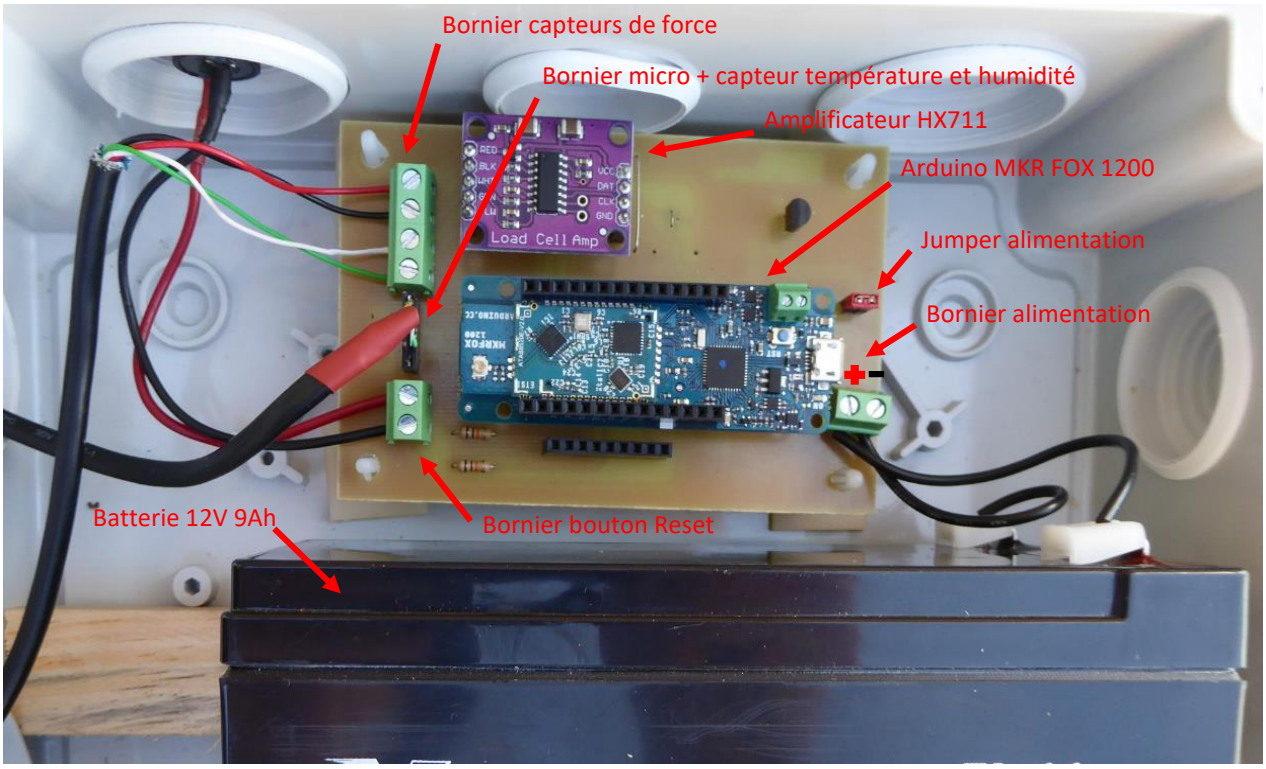

Figure 2 : Vue générale de la carte électronique et emplacement des différents composants
Connecter ensuite les fils provenant des capteurs sur le bornier 4 voies de la carte électronique, en respectant le code couleur, visible sur la figure 2.
- Connecter l'extrémité de ces deux fils sur le bornier bouton Reset (Figure 2).
- Connecter le câble des capteurs de force sur le bornier, en respectant le code couleur (Figure 2).
- Connecter le câble du micro et du capteur de température et d'humidité sur le bornier, en respectant le code couleur (Figure 2).